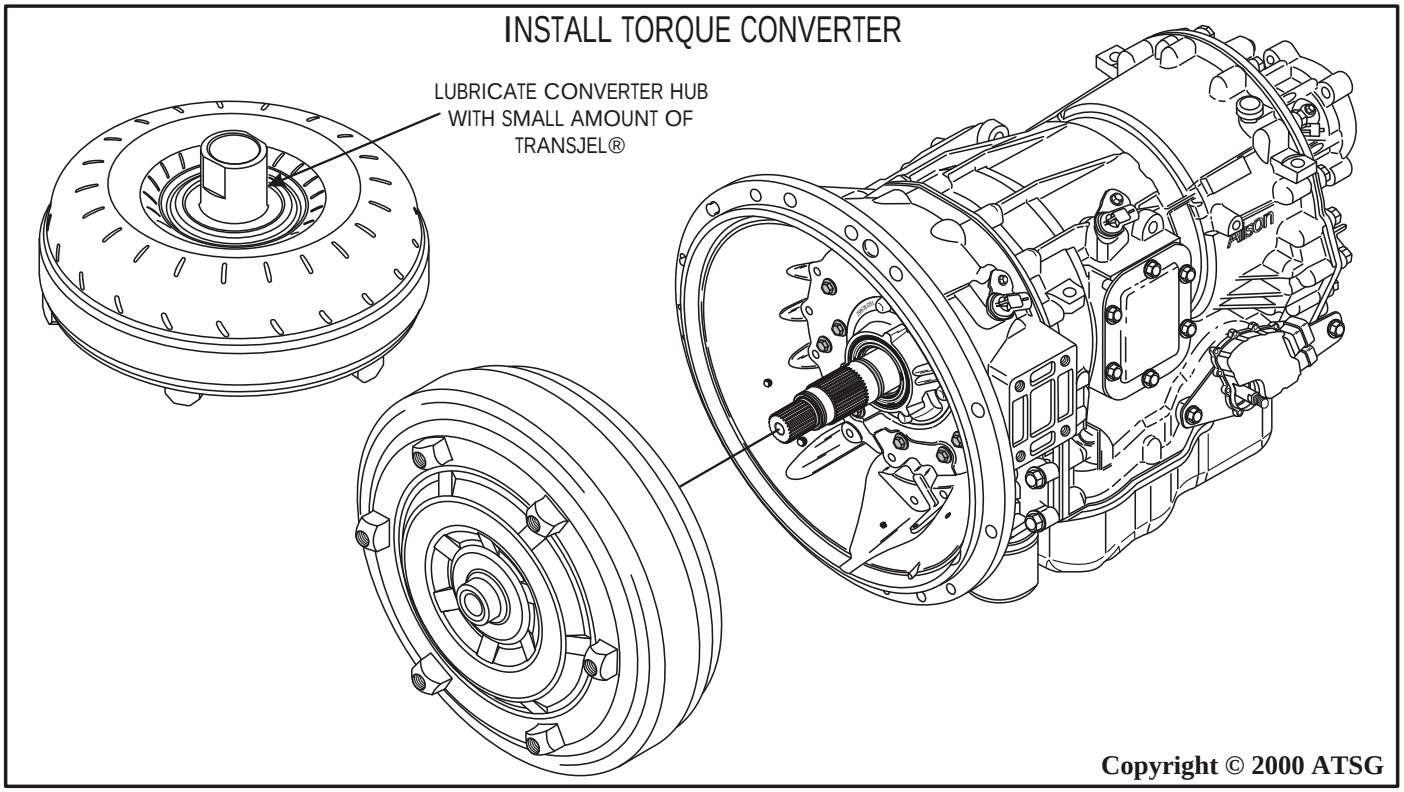

Figure 177
68. Lubricate the torque converter hub with a small amount of TransJel®, and install the converter into transmission, ensuring that it is fully seated into the pump gear (See Figure 177).